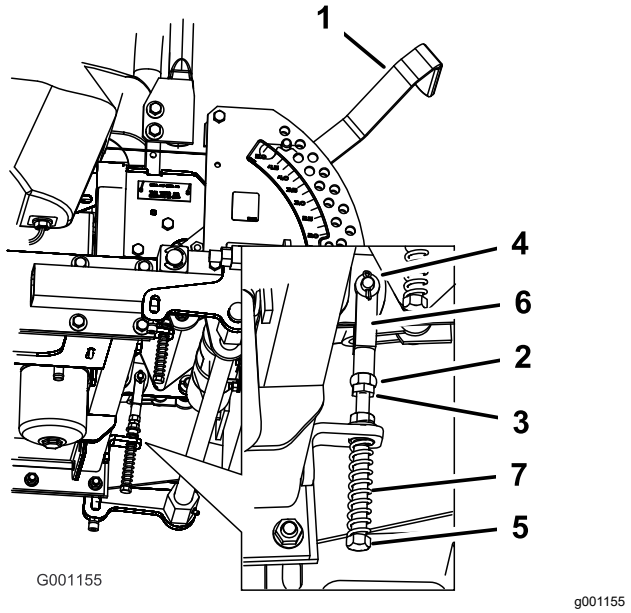

Figuur 93
8. Als de rijhendel moet worden afgesteld, draait u de moer en de contramoer tegen de gaffel (Figuur 93).
9. Oefen een lichte achterwaartse druk uit op de rijhendel en draai de kop van de stelbout in de juiste richting totdat de rijhendel in de VERGRENDELDE NEUTRAALSTAND is gecentreerd (Figuur 93).
10. Draai de moer en de contramoer vast (Figuur 93).